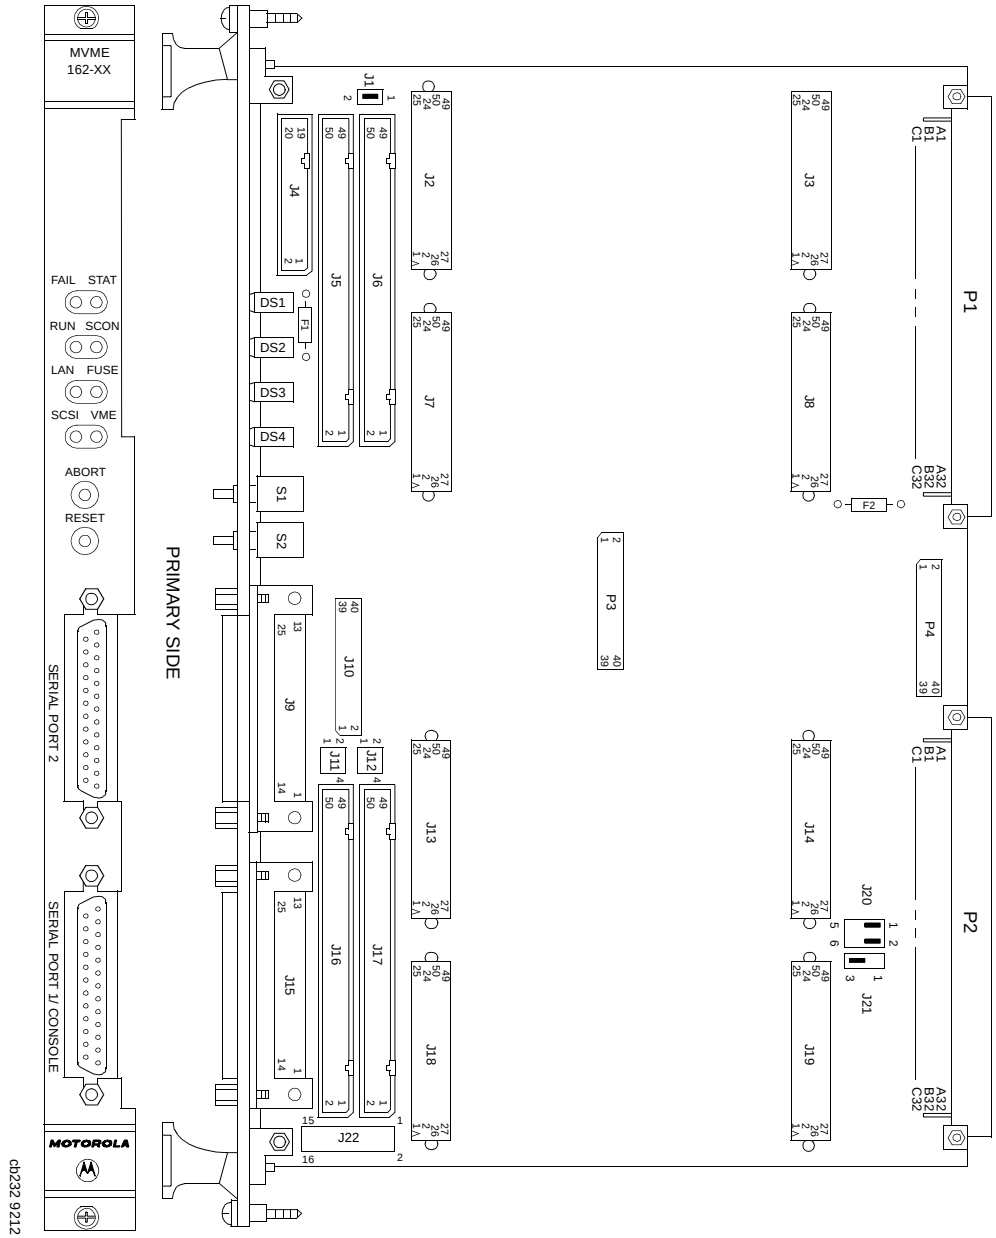
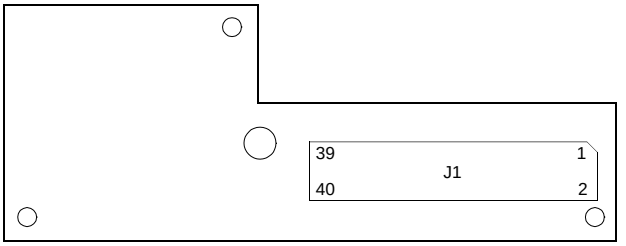

Figure 2-1. MVME162 Switch, Header, Connector, Fuse, and LED Locations
Figure 2-2. Serial Interface Module, Connector Side
Figure 2-1 illustrates the placement of the switches, jumper headers, connectors, and LED indicators on the MVME162. Manually configurable items include:
For the location of SIM connector J10 on the MVME162, refer to Figure 2-1. Figure 2-2 illustrates the secondary side (bottom) of a serial interface module, showing the J1 connector which plugs into SIM connector J10 on the MVME162. Figure 2-3 (sheets 3-6), Figure 2-4 (sheets 3-4), and Figure 2-5 illustrate the configurations available for Port B.
1. Each IP has two 50-pin connectors that plug into two corresponding 50-pin connectors on the MVME162: J2 / J3, J7 / J8, J13 / J14, J18 / J19. See Figure 2-1 for the MVME162 connector locations.